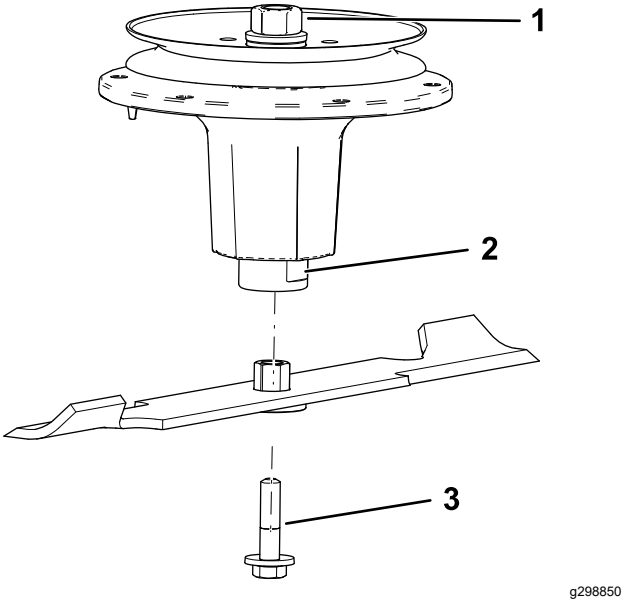

Figur 109
2. Montera bussningen/knivanordningen i spindelaxeln (Figur 109).